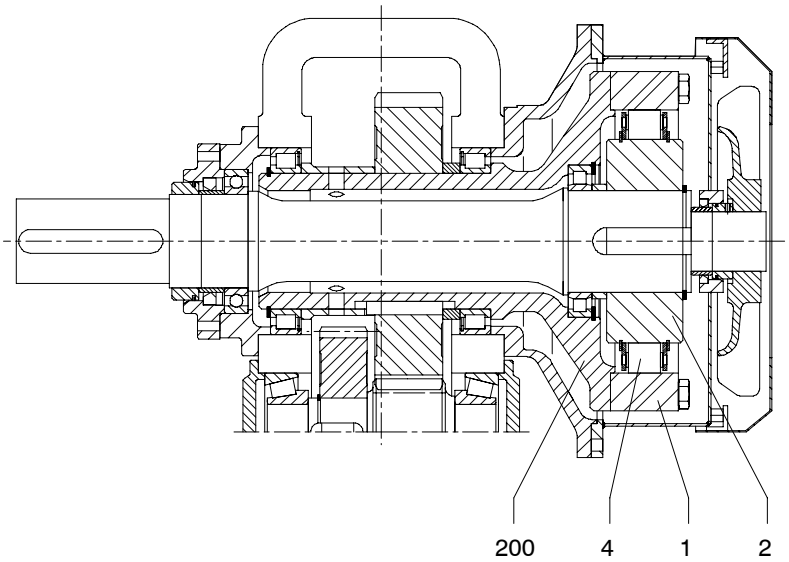

Fig. 1
In the case of the main drive the inner ring (2) overtakes the outer ring (1) (see Fig. 1). The inner ring and the cage with the sprags rotate during overrun. From a certain speed up (lifting speed) the sprags (4) lift clear. The overrunning clutch then operates wearfree. During this time the overrunning clutch outer ring, which is connected to the auxiliary gear unit via a hollow shaft (200), is stationary.